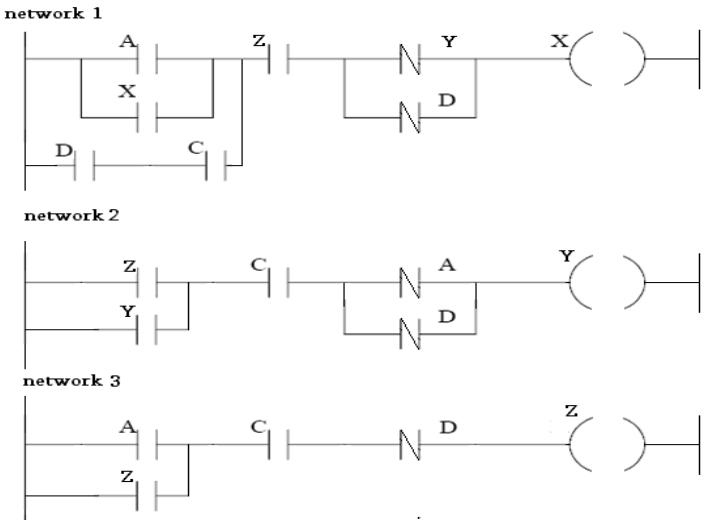

Figure 1
| | **(b)** | Design FBD program for the ladder diagram given in figure 1. | **07** |
| | **(b)** | Give Instruction List (IL) program for the ladder diagram given in figure 1. | **07** |